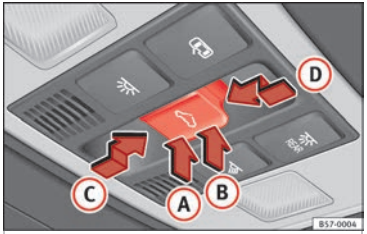

Fig. 140 On the interior roof lining: sunroof button.
The button ››› **Fig. 140** has two levels. The first level switches the sunroof to the tilted position, opening or closing it fully or partially.
- *Sunroof:* within approx. 5 seconds of having activated the roll-back function, press the button ››› **Fig. 140** to the second level in the direction of arrow ››› **Fig. 140** (D) until the sunroof closes completely.